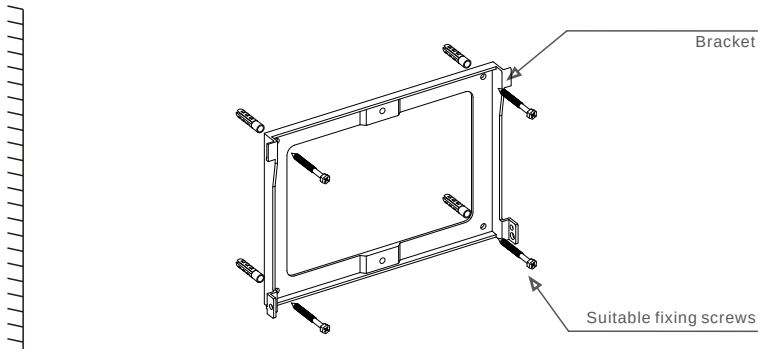
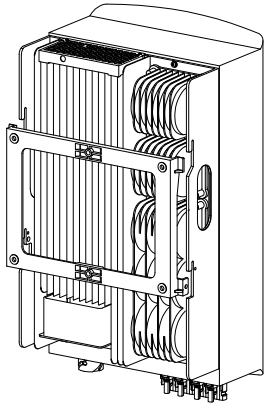

Figure 5.4 Inverter wall mounting
Figure 5.5 Install the inverter
Refer to figure 5.4 and figure 5.5. Inverter shall be mounted vertically.
1. Refer to Figure 5.4, the holes for expansion bolt based on the hole diameter of bracket (ST6.3*60 cross recessed hexagon head tapping screws, HJ0108 10*50mm fished expandable tubular), using the percussion drilling with the 10mm drill need to stay vertically on the wall.And the drill hole must be vertically on the wall.
2. Make sure the bracket is horizontal. And the mounting holes (in Figure 5.4) are marked correctly. Drill the holes into wall at your marks.